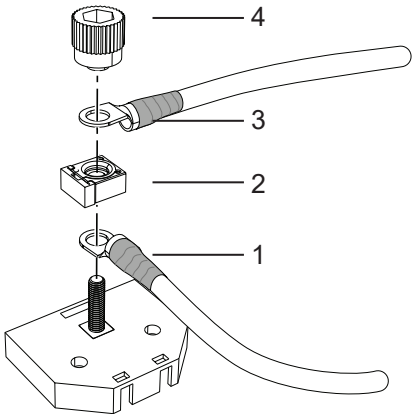
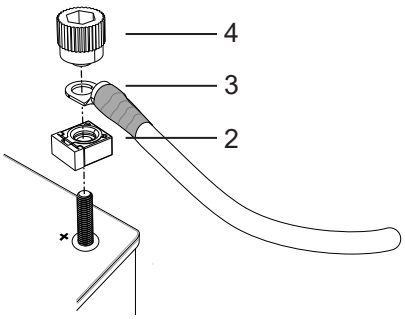

*Figura 75. Conexión a la caja de fusibles*
*Figura 76. Conexión al terminal positivo de la batería*
3. Cuando utilice la caja de fusibles, conectar el cable (1) al terminal positivo de la batería y a la caja de fusibles y colocar el fusible (2) en la parte superior, véase Figura 75.
4. Cuando se conecte directamente al terminal positivo de la batería, colocar el fusible (2) en el terminal positivo, véase Figura 75.
5. Conectar el cable de alimentación principal (3) a la caja de fusibles/al terminal positivo, véase Figura 75 - Figura 76.
6. Apretar las conexiones de cables y el fusible con la perilla (4). Los cables se colocan a 90° o 180° entre sí. El fusible se monta con el ángulo correcto orientado hacia los cables, véase Figura 75 - Figura 76.